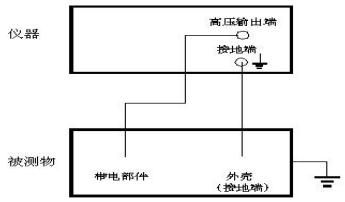

图　3　　接线示意
5.4.1　在确定仪器处于初始状态下将高压测试线(红色)一端插入仪器“高压”输出端，另一端与被测物的带电部件或电源输入端相连接；再将另一根测试接地线（黑色）一端插入仪器的“接地”端并旋紧螺帽，另一端与被测物的外壳（金属）或电源输入端的地线端相连（若被测物与大地或地线相连，则仪器接地端必须与它连在一起），见图3。